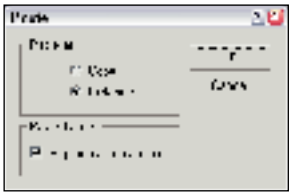

Figure 8-17: This Paste dialog box lets you replace all instances.
5. Click one of the Ring Array dummy objects, and the Track View locates the Box object that is part of the Ring Array. Then right-click and select the Paste command from the pop-up menu. This opens the Paste dialog box, shown in Figure 8-17. Select Instance and the Replace all Instances option, and click OK.